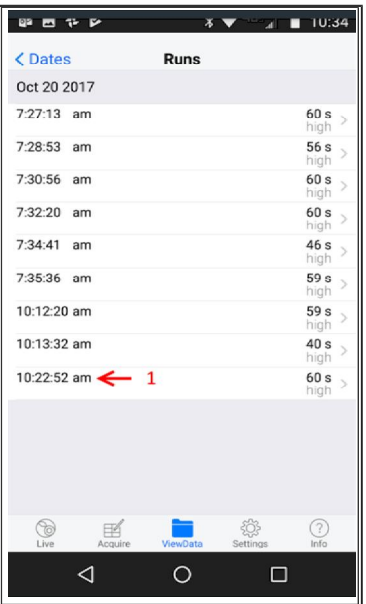

Figure 10: View Data Screen / Time
3. Recordings on this screen are listed by time of day. Tap the recording to open. Figure 10